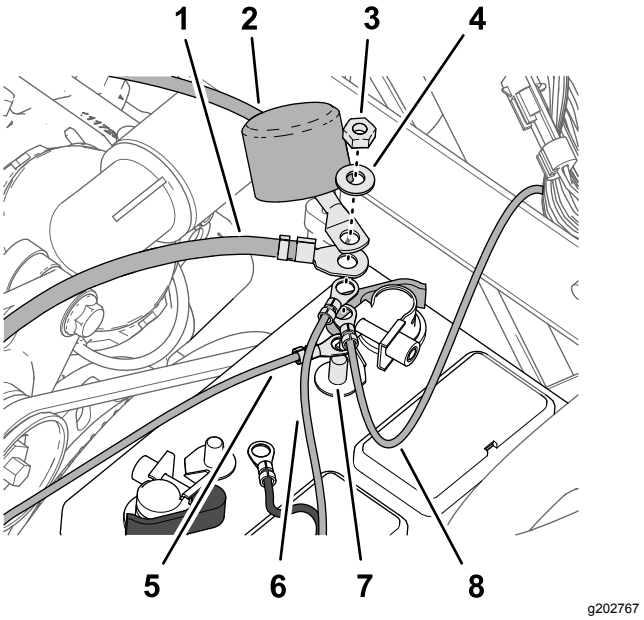

Figur 213
2. Monter følgende lednings- og kabelendemuffer på den gevindskårne stang på batteriets pluspol (Figur 213) i følgende rækkefølge:
4. Juster isolatordækslet på batteriets pluskabel til starteren over den gevindskårne stang (Figur 213).